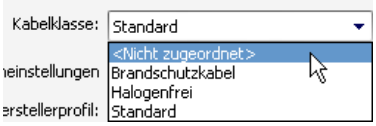

Bild 16.9 – Kabelklassen-Zuordnung als Vorgabe für die Kabellisten
- Wenn Sie sich beim Anlegen des Projekts auf keine Zuordnung festlegen möchten, wählen Sie die Option *Nicht zugeordnet* (Abb. 16.9).